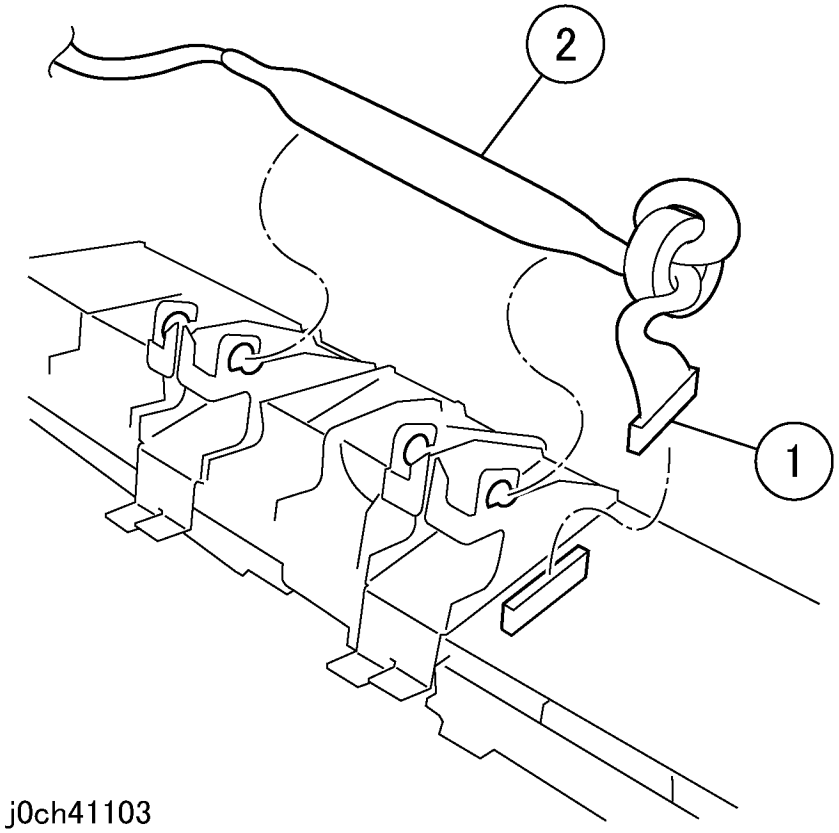

Рисунок 4 Снятие проводки (j0ch41103)
5. Выньте проводку из панели управления (рисунок 4).